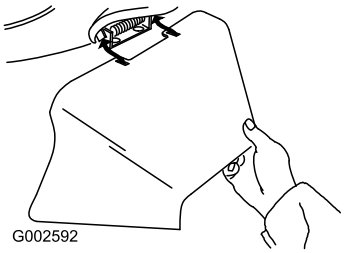

Figur 31
3. Montera sidoutkastarriktaren och stäng luckan till riktaren (Figur 31).